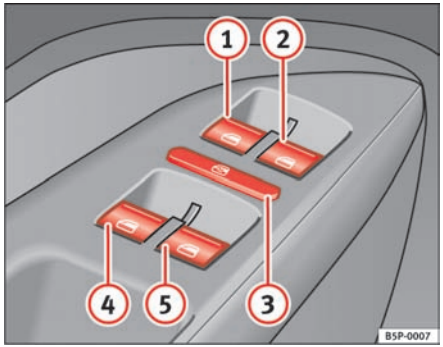

Fig. 68 Detail of driver door: controls for the front and rear windows
The buttons ⇒ page 106, fig. 68 (1) and (2) have two levels for opening the window and two for closing it. This makes it easier to open or close windows to the desired position.